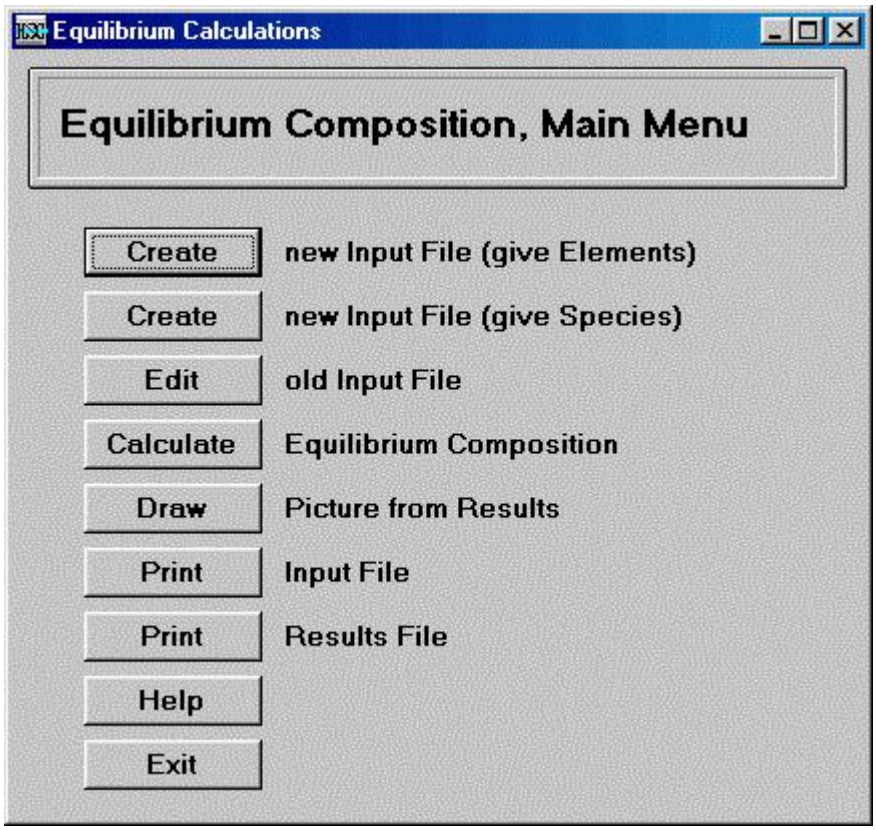
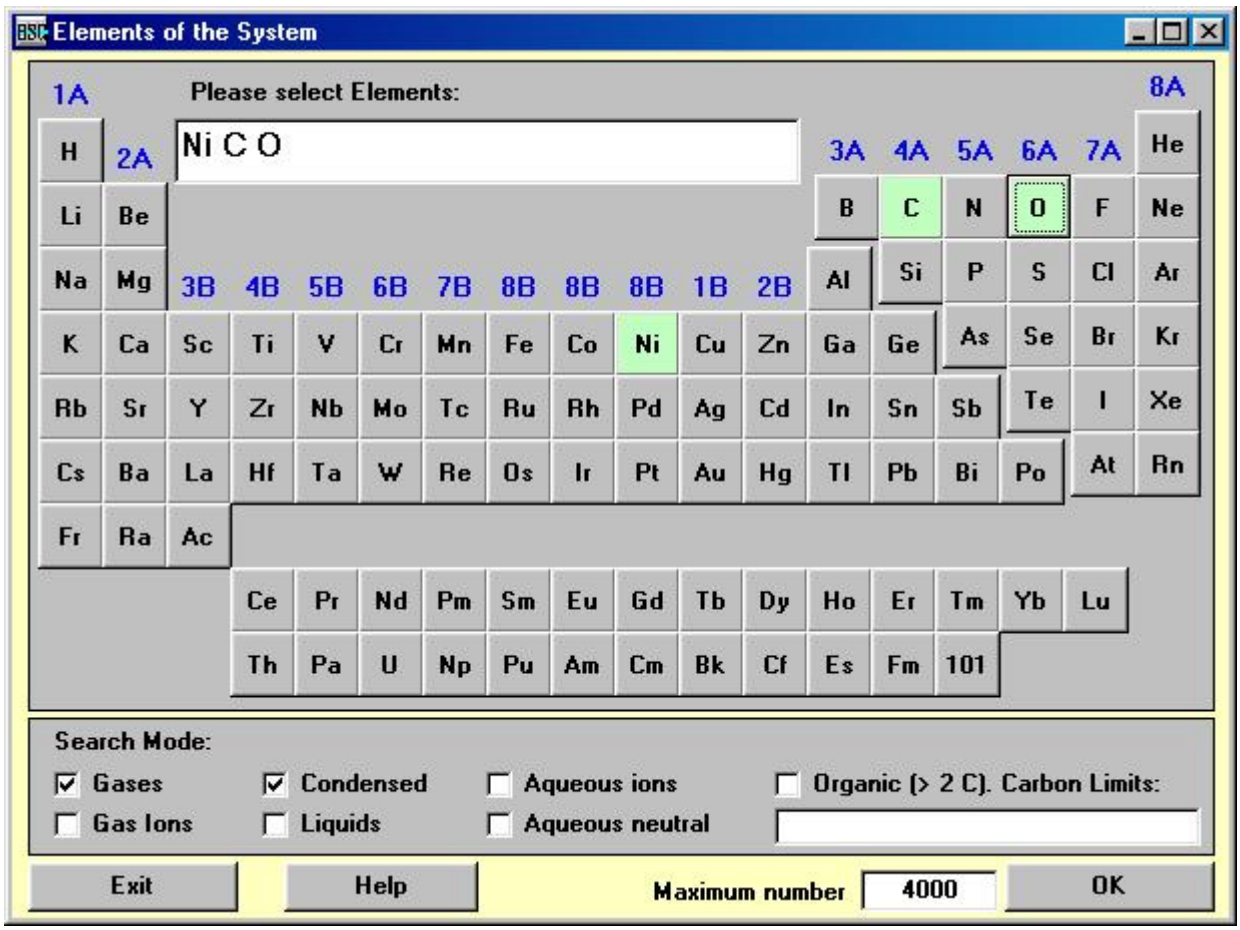

Fig. 1. Equilibrium Module Menu.
Fig. 2. Specifying the elements of the system.
The equilibrium composition is calculated using the GIBBS or SOLGASMIX solvers, which use the Gibbs energy minimization method. The results are saved in .OGI or .OSG text files respectively. The post-processing PIC-program reads the result files and draws pictures of the equilibrium configurations if several equilibria have been calculated. The user can toggle between the equilibrium and graphics programs by pressing the buttons shown in Figs. 1, 4, 6 and 7.
1. Press the **top button** in the menu, see Fig. 1. Then specify the elements which are present in your system, see Fig. 2. The HSC-program will search for all the available species in the database and divide them, as default, into gas, condensed and aqueous phases. The user can then edit this preliminary input table.
2. Press the **second button** of the menu if you already know for sure the possible substances and the phases of the system, see Fig. 1.
3. Press **Edit Old Input File** if you already have an input file which can be used as a starting file. Edit the input table and save it using a different name, see Fig. 1.
If you only want to calculate the equilibrium compositions with the existing .IGI-files press **Calculate**, see Fig. 1. If you want to draw pictures from the existing .OGI files made by the GIBBS-solver press **Draw**, see Fig. 1. Using **Print** you can get a paper copy of the .IGI and .OGI files.
If you do not know the substances of the system you may also start by specifying its elements, i.e. a selection of the system components. The elements selected will be displayed in the Elements Window, see Fig. 2. After pressing **Elements** in the Equilibrium Menu, see Fig. 1, you can continue with the following steps:
1. Select one or more **elements**: Press buttons or type the elements directly into the box. Try for example Ni, C, O, as given in Fig. 2. Do not select too many elements, to avoid a large number of species. In practice 1 - 5 elements is OK
3. The results in the output-file can be further processed to graphical form by pressing **Draw** in Fig. 1 or 6 if several successive equilibria have been calculated.
The first phase to be defined is always the gas phase, and all gaseous species must exist under the gas phase row. Species of the same phase must be given consecutively one after another in the table. As default, HSC Chemistry automatically relocates all the gaseous species, condensed oxides, metals, aqueous species, etc. into their own phases if you start from the give Elements option, see Fig. 1. The final allocation, however, must be done by the user.